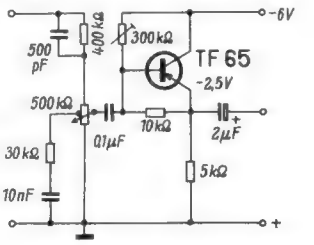

*Bild 2. Beispiel einer Eingangsstufe zur Anpassung eines Kristall-Ton abnehmers an den Transistor TF 65*
*Bild 2* zeigt das typische Beispiel der Eingangsstufe eines Plattenspielerverstärkers. Über die Frequenzkorrekturglieder gelangt das Signal an den hochohmigen Eingang der Kollektorstufe. Die RC-Kombination zur Tiefenanhebung kann auch an das obere Ende des Lautstärkeeinstellers angeschaltet werden, falls kein Potentiometer mit Anzapfung zur Verfügung steht. Der Kollektorruhestrom wird mit dem 300-kΩ-Potentiometer eingetrimmt. In dieser Stufe soll er 0,5 mA betragen, wie aus dem eingetragenen Wert der Spannung am Emitter hervorgeht.